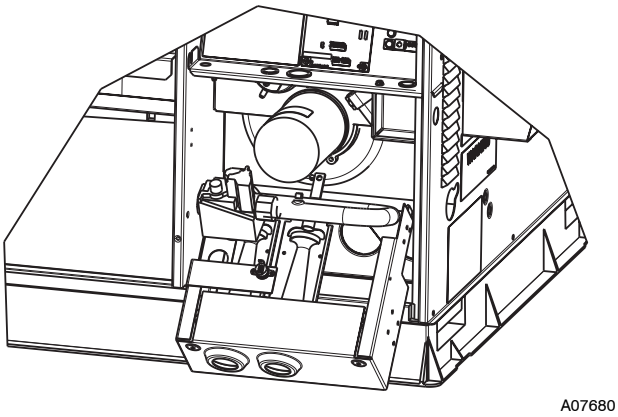

**Fig. 26 - Burner Rack Removed**
3. Slide the assembly out of the unit. (See Fig. 26). Clean the blower wheel. If additional cleaning is required, continue with Steps 4 and 5.